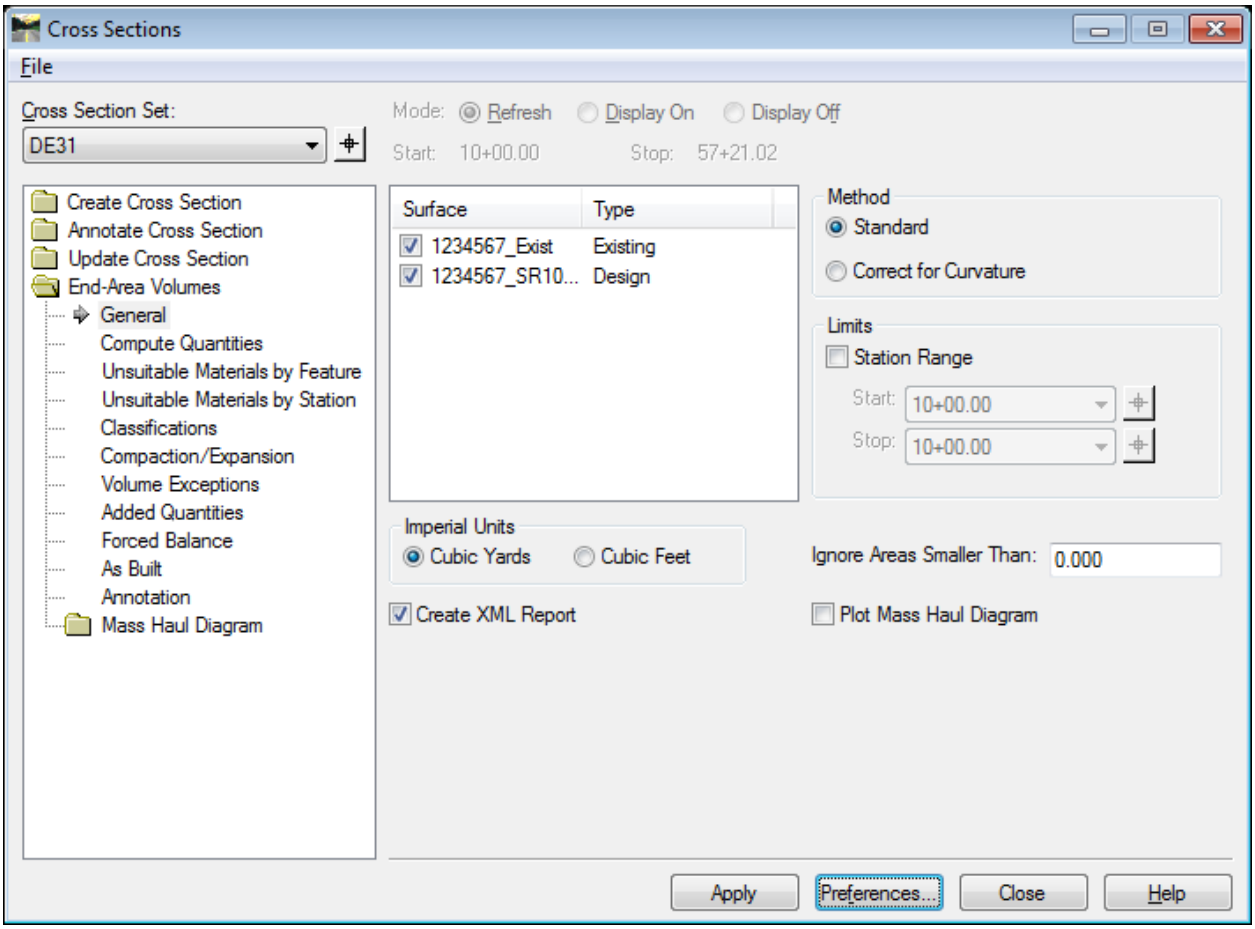

Figure L14-13 End-Area Volumes
- Verify your settings match those as shown in *Figure L14-13*.
*NOTE: As our ultimate goal is to generate a **GDOT End-Area Report-Standard** and not a **GDOT Earthwork Volumes Report**, loading the **GDOT Earthwork Volumes** preference is technically not necessary. This step is added here because loading the **GDOT Earthwork Volumes** preference is a good habit to get into. If you choose not to load the **GDOT Earthwork Volumes** preference when creating the **GDOT End-Area Report-Standard** ensure the **Create XML Report** check box is checked as shown in *Figure L14-13*.